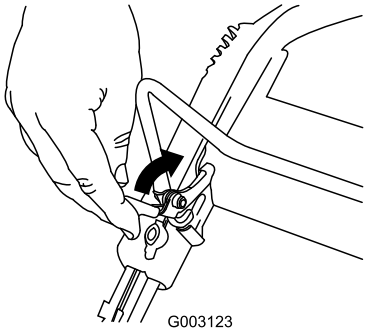

Bild 17
1. Ziehen Sie die Arretierung des Schaltbügels zurück (Bild 17).